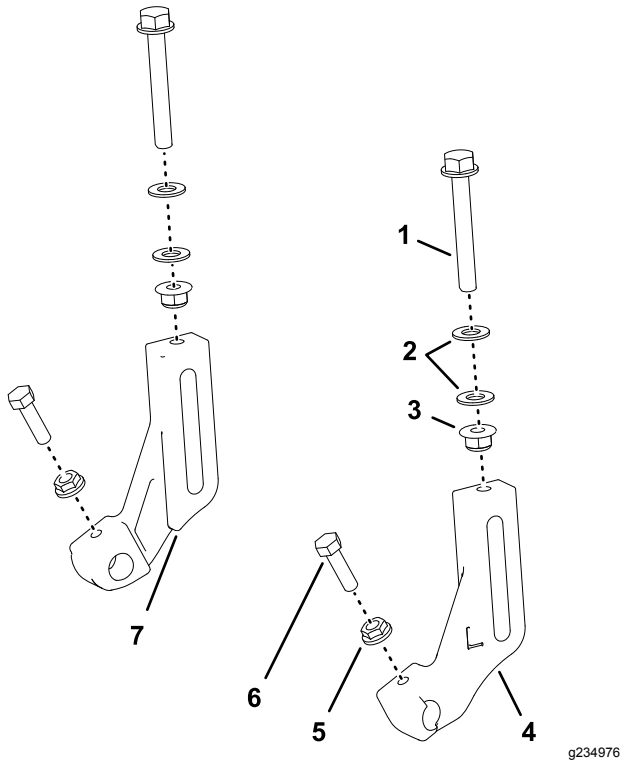

Bild 5
1. Montieren Sie die zwei Schnitthöhenschrauben (⅜" x 2¾"), vier Scheiben (5/16") und zwei Sicherungsbundmuttern (⅜"), siehe Bild 5.
2. Schrauben Sie die Schnitthöhenschraube lose in die linken und rechten Halterungen für die hohe Schnitthöhe (Bild 5).
3. Befestigen Sie eine Schraube (5/16" x 1⅛") und eine gezahnte Bundmutter (5/16") lose an jeder Rollenstütze der Halterungen für die hohe Schnitthöhe (Bild 5).